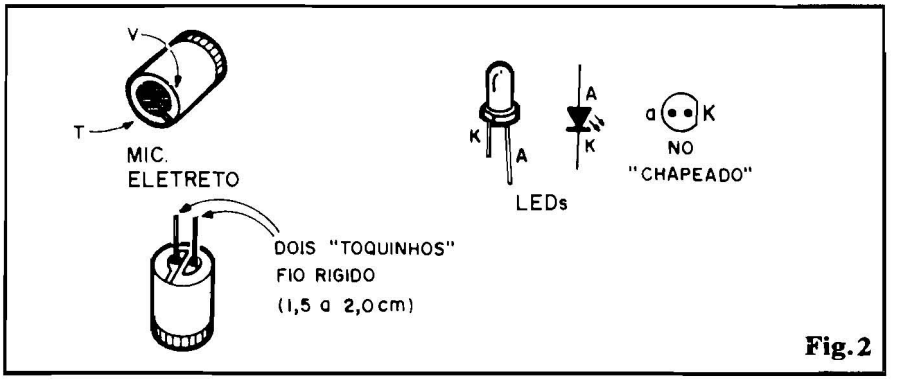

Fig.2
- **FIG. 2** - PINAGENS E REPRESENTAÇÕES DE ALGUNS COMPONENTES IMPORTANTES - O microfone de eletreto utilizado na montagem, é do tipo com dois terminais, um "vivo" (V) e um de "terra" (T). A figura mostra, nitidamente, a identificação dos tais pontos de ligação que - no corpo original da peça, constituem apenas áreas estanhadas bem definidas... Para perfeita adequação eletro-mecânica do microfone à placa, será necessário soldar-se dois "toquinhos" de fio rígido e nú aos terminais do eletreto, também conforme indica a figura, cada um dos pequenos "prolongamentos" deverá, inicialmente, medir cerca de 1,5 a 2,0 cm. (as eventuais "sobras" serão posteriormente cortadas, após a soldagem à placa...). Quanto aos LEDs, a ilustração traz sua aparência, seu símbolo e também a sua representação em "chapeado", adotada especificamente na descrição da presente montagem, devendo o Leitor/Hobbysta (principalmente o novato) notar que o terminal de **catodo** (K) é nitidamente referenciado pelo chanfro ou pequeno "achatamento" lateral existente na base do corpo da peça...
- 1 - Cápsula de microfone de eletreto, do tipo com 2 terminais (sem "rabicho", já que prolongamentos sólidos de terminais deverão ser acrescentados, conforme fig. 2)